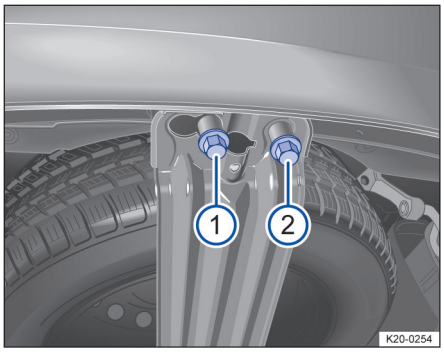

Fig. 208 Sous le véhicule : vis de sûreté ① et de vis de fixation ② du support de roue de secours
1. Desserrez la vis de sûreté → fig. 208 ① à l'aide de la clé démonte-roue comprise dans l'outillage de bord jusqu'à ce qu'elle tourne dans le vide.
2. Dévissez entièrement la vis de fixation → fig. 208 ②.
6. Vissez entièrement la vis de fixation → fig. 208 ② à l'aide de la clé démonte-roue.
7. Vissez entièrement la vis de sûreté → fig. 208 ① à l'aide de la clé démonte-roue.